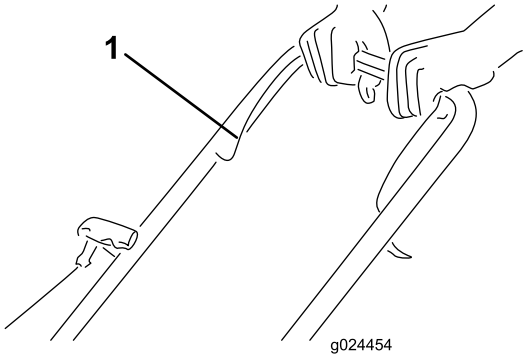

Figur 12
1. Hold bøjlen til skæreknivenes kraftudtag helt op mod håndtaget Figur 12).